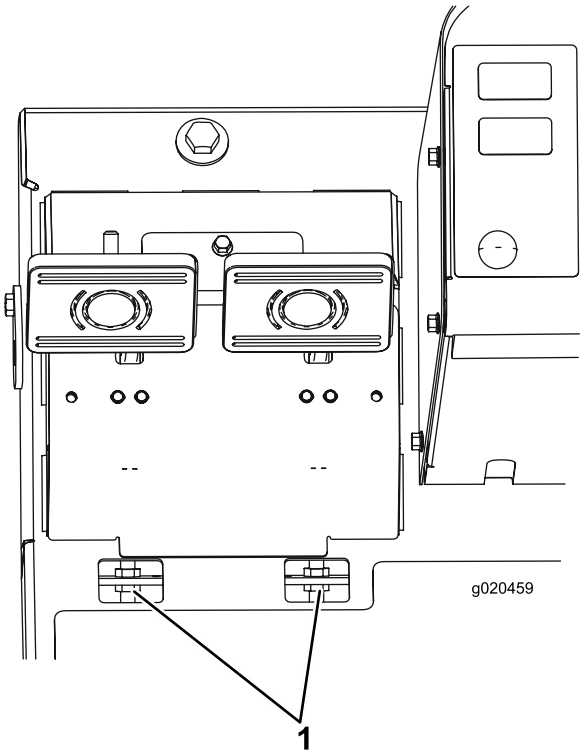

Figur 71
B. Lossa frontmuttern på den gängade änden av bromsvajern (Figur 71).